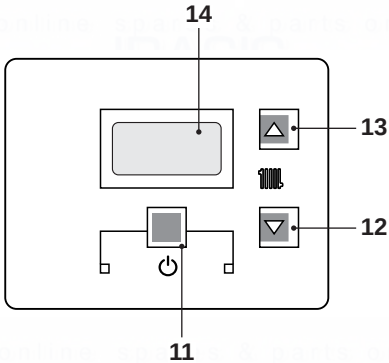

Fig. 2.5
- Press the key 11 for 2 seconds until symbol appears on the display Fig. 2.5.
The output temperature of c.h. water can be adjusted by acting on keys 12 (reduce) and 13 (increase) (Fig. 2.5) from a minimum of
However, if the ambient temperature is not comfortable, the flow temperature of the heating plant can be increased or reduced by ± 15°C by acting on keys 12 (reduce) and 13 (increase) (Fig. 2.5).